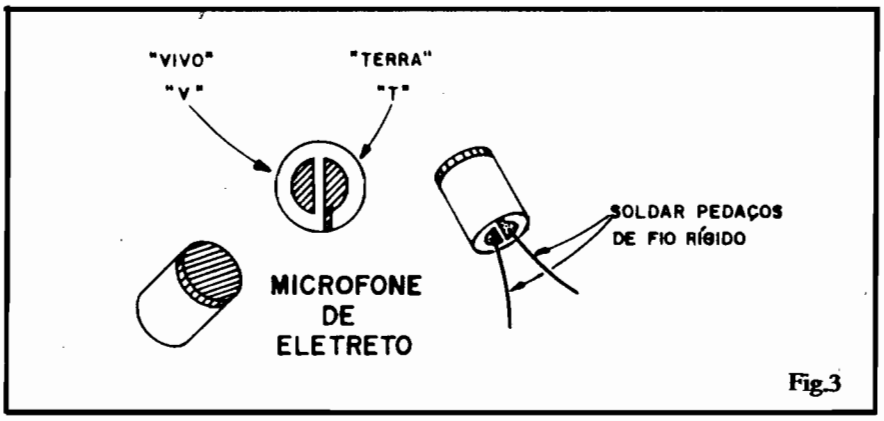

Fig.3
Ainda antes de iniciar as soldagens, duas recomendações: uma consulta às INSTRUÇÕES GERAIS PARA AS MONTAGENS (geralmente ficam junto ao TABELÃO, lá no começo da Revista...) e uma observação atenta a fig. 3, que identifica os terminais de ligação do microfone de eletretos de 3 terminais...) o circuito do CEL-
- Posicionamento dos terminais "V" e "T" do microfone de eletreto (reportar-se a fig. 3, se houver dúvida...).
- Usando o bloco de isopor relacionado no item OPCIONAIS/DIVERSOS da LISTA DE PEÇAS, cortar no corpo do dito bloco dois compartimentos, sendo um deles com medidas de 6,5 x 6,0 x 2,0 cm. (para acomodação da própria placa do circuito) e o outro com 5,5 x 3,0 x 2,0 cm. (para acomodar a bateria). Observar, na figura, que o circuito e a bateria ficam, então, "embutidos" no bloco do isopor, dentro dos dois compartimentos sugeridos. O microfone de eletreto deve ficar levemente "levantado" (pelos fios rígidos que "encompridam" seus terminais - ver fig. 3) de modo a sobressair um pouco do conjunto.